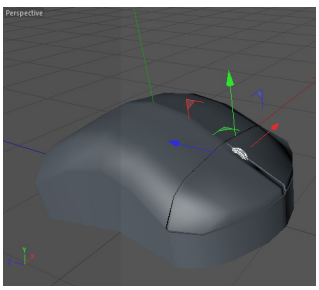

Figure 3-62 *The Scroll wheel placed on Computer mouse*
4. Make sure that *Scroll wheel* is selected in the Object Manager. Invoke the **Move** tool from the Command Palette and place *Scroll wheel* on *Computer mouse*, as shown in Figure 3-62.